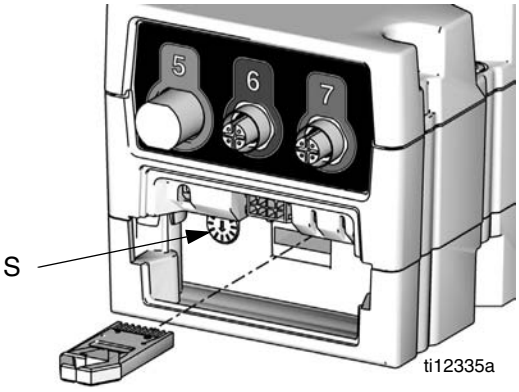

FIG. 14
7. **If there is only one fluid control module on the machine,** set the rotary switch (S) to 1. See FIG. 14. **If there are two fluid control modules,** set the rotary switch (S) to 1 on the module closest to the air regulator and set the rotary switch (S) to 2 on the other module. See FIG. 14.